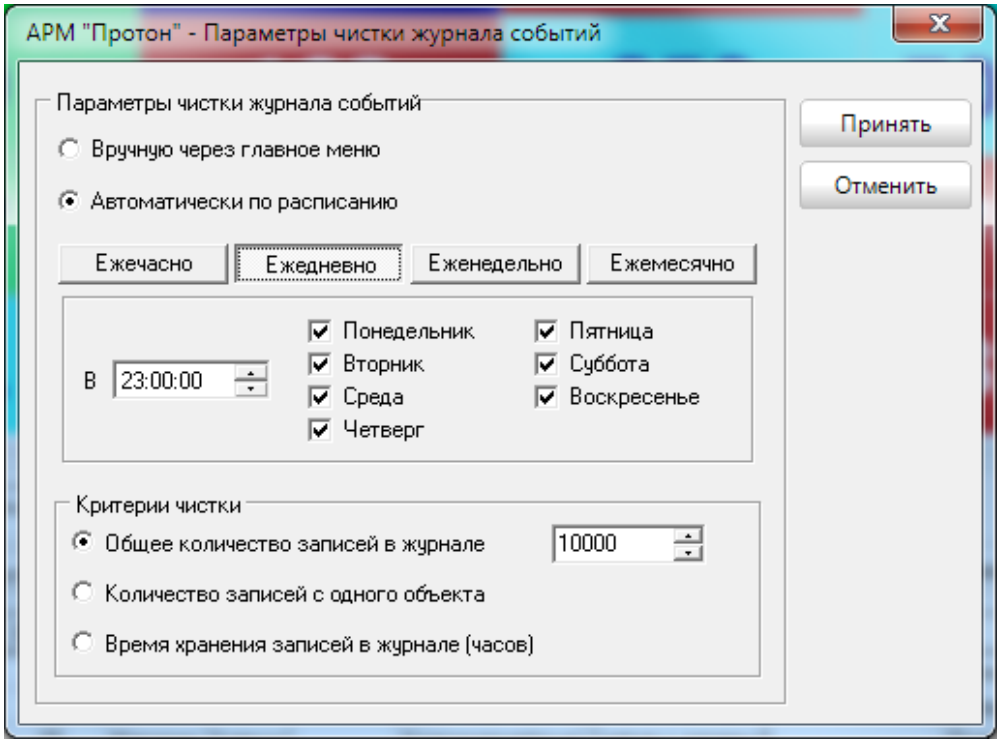

Рисунок 40
- ежедневно в отмеченные дни в определённое время (Рисунок 40),